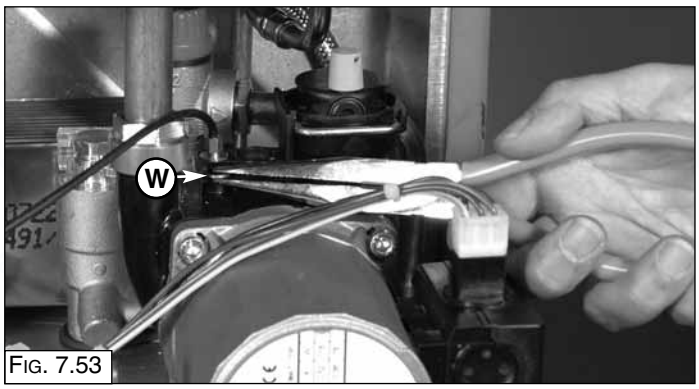

Fig. 7.53
1. Release U-clip **"W"** (Fig. 7.53 - 7.54);